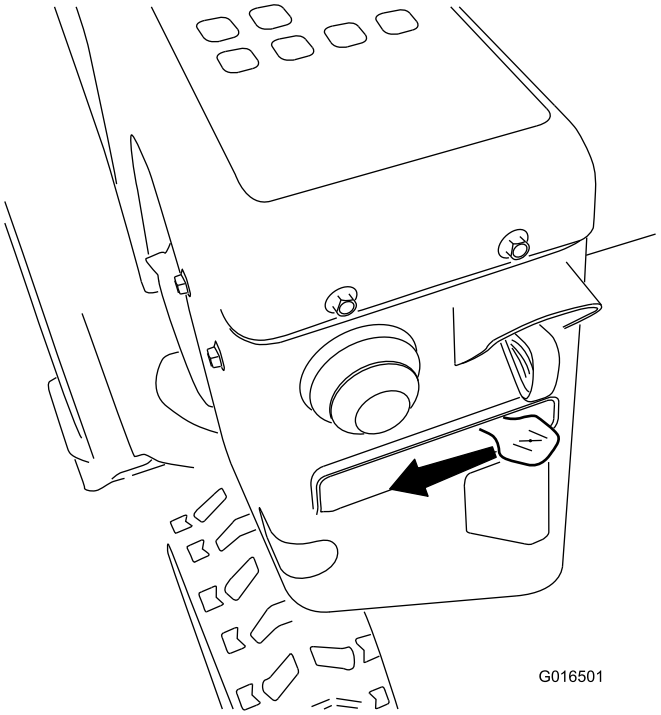

Figur 29
5. Flyt chokeren til chokerpositionen (Figur 29).